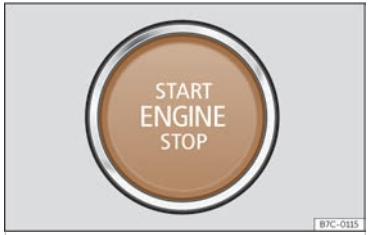

Fig. 121 Starter button
When entering the vehicle, the start button ››› **Fig. 121** flashes to draw attention to it.
- Press the start button ››› **Fig. 121** without pressing the accelerator. There must be a valid key in the vehicle for the engine to start.
- Briefly press the start button ››› Fig. 121.